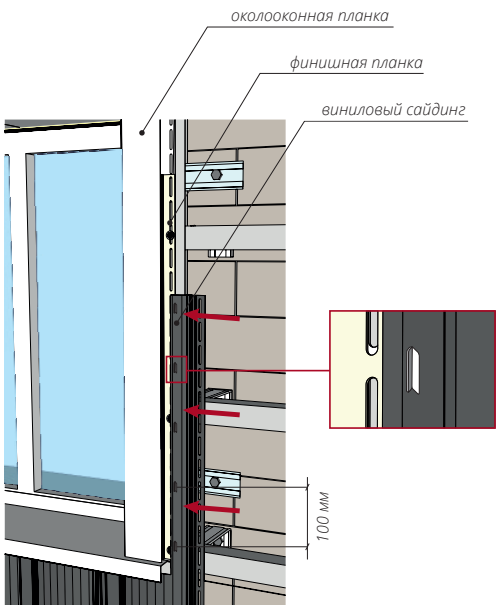

Рисунок 76
15.6 При монтаже сайдинга вокруг оконного, дверного или прочего проема вертикальный монтаж финишной планки, слева и справа проема, происходит согласно пункту 14 и общим правилам монтажа. Сайдинг подрезается по размеру, делаются насечки (описано выше) и фиксируется в финишной планке (рис. 76).